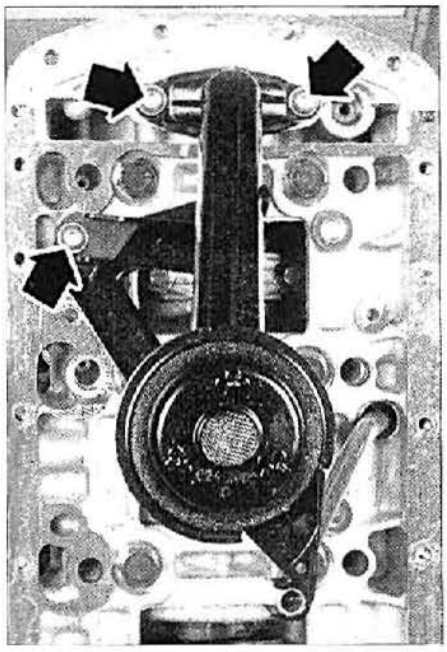

FIG. 16
- los tornillos de fijación del filtro (**fig. 16**).